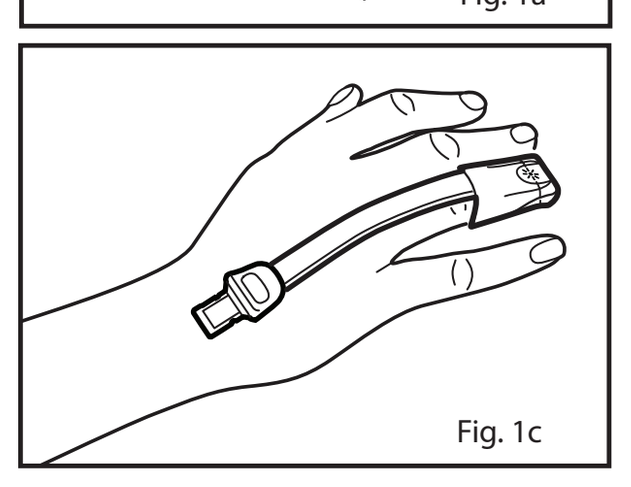

Fig. 1c
3. Consulte la **Fig. 1c.** Doble el sensor sobre el dedo de modo que la ventana del emisor (✳) quede colocada sobre la uña. Fije las alas hacia abajo, una a la vez, alrededor del dedo.